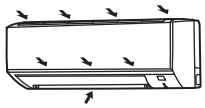

Fig. 2
- If the drain hose provided with the indoor unit is too short, connect it with a field-supplied drain hose (I). (Fig. 2)
Installation procedure (Fig. 2)